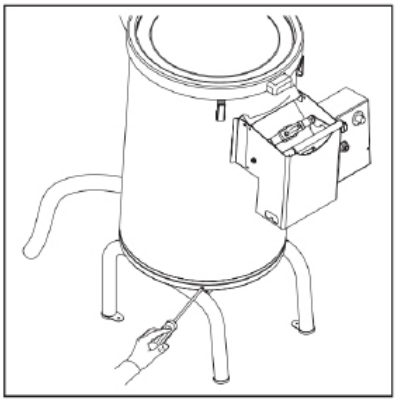

Fig. 9.
- Placez la machine sur une surface plane et dévissez les vis qui fixent le rouleau à la base (Fig. 9).